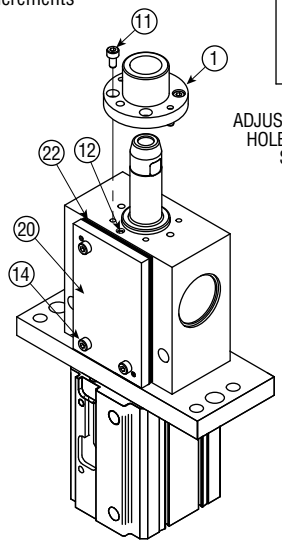

FIGURE 1
2) Install the part support (item 1) with the adjustment hole over the adjustment screw (item 12). Only install two fasteners (item 11) and hand tighten. (See Figures 1 and 2.)